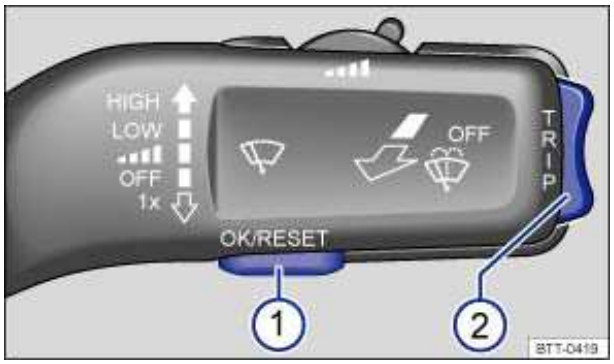

Fig. 14 On the windshield wiper control stalk: control buttons 1 and 2 on the windshield wiper lever.
The instrument cluster displays are controlled by the OK/RESET button and the TRIP rocker switch on the windshield wiper lever (⇒ fig. 14, (1) and (2)).